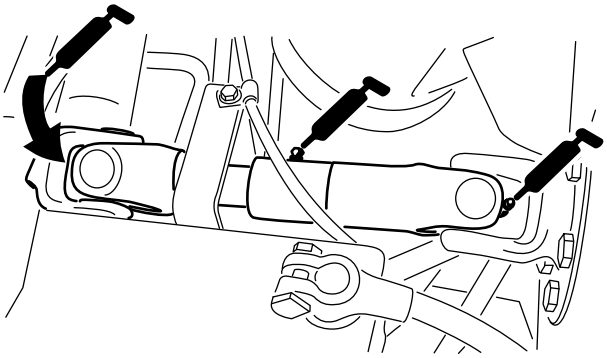

Figur 41
- Pumpens drivaksels U-samling (3) (Figur 41)